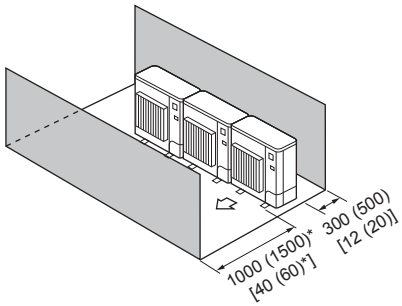

Fig. 2-15
④ Obstáculos sólo en la parte delantera y trasera (Fig. 2-15)